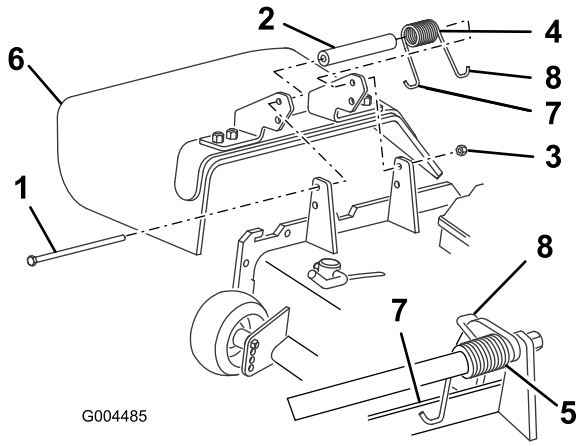

Figur 71
2. Fjern låsemøtrikken, bolten, fjederen og afstandsklodsen, som fastgør græsdeflektoren til akselbeslagene (Figur 71). Fjern den beskadigede eller slidte græsdeflektor.
3. Placer afstandsklodsen og fjederen mellem den nye græsdeflektors beslag (Figur 71). Placer fjederens venstre, J-formede krogende bag skjoldets kant.
Bemærk: Sørg for, at fjederens venstre, J-formede krogende monteres bag skjoldets kant, før bolten monteres som vist i Figur 71.
4. Monter bolten og møtrikken. Placer fjederens højre, J-formede krogende omkring græsdeflektoren (Figur 71).